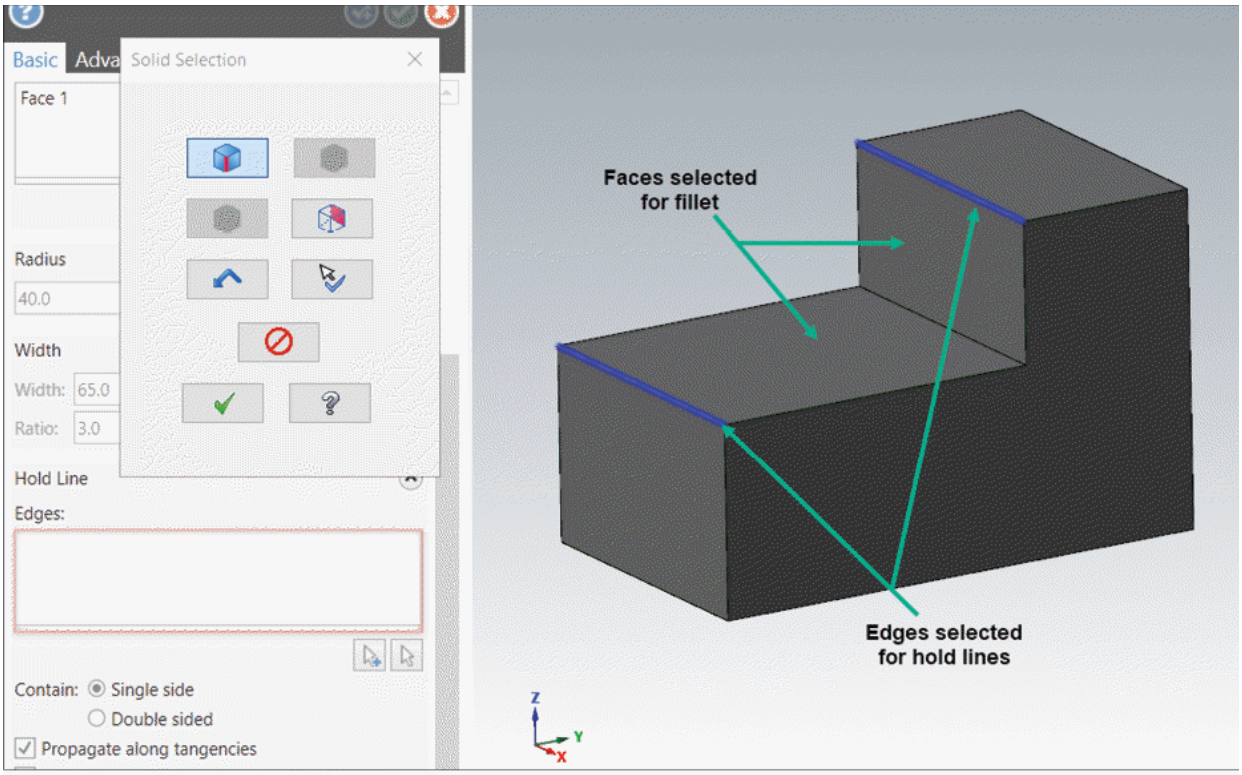

Figure-52. Edges selected for hold line
- Select the **Hold line** radio button if you want to join two edges of the solid with fillet. You will be asked to select the edges. Click on the **Add Selection** button from the **Hold Line** rollout and select the two edges; refer to Figure-52.